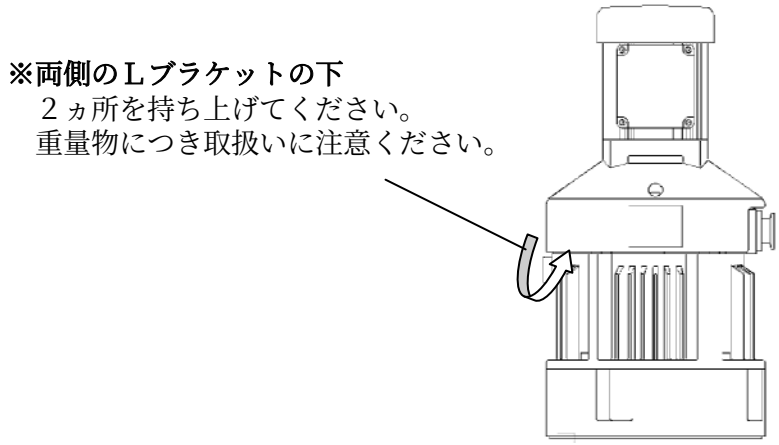

図１．運搬時の注意
(2) 塵埃および湿気の少ない所で、保守点検（油面計⑫のチェックなど）や取付け、取外しの容易な設置場所を選んで下さい。
(3) ポンプ使用可能温度範囲は、５℃～４０℃ですが、性能・寿命の面から１５℃～２５℃の範囲が最適です。特に周囲温度が高い場合、チップシール、オイルシールなどの摺動部品の消耗が大きくなり、著しく寿命が短くなることがありますのでご注意ください。
(4) 運搬時はモートル下部のＬブラケット④の下をかかえてください。（図１の※印部）重量物につき取扱いにご注意ください。